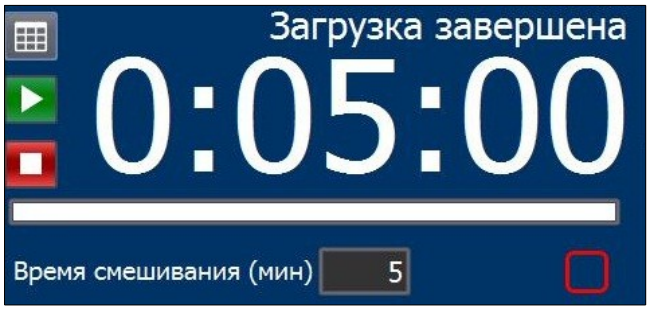

Рисунок 16. Экран «Смешивание».
- кнопка <Таймер> (⏲) – для перехода на экран «Таймер смешивания» (см. рис.16);
Повторяйте вышеописанные действия для всех компонентов, пока система не выведет сообщение «Загрузка завершена» и переключиться на экран «Смешивание» (автоматически по параметру 2В или вручную по кнопке <Таймер> на экране «Выбор рецепта»). Общий вид экрана «Смешивание» представлен на рис.16,